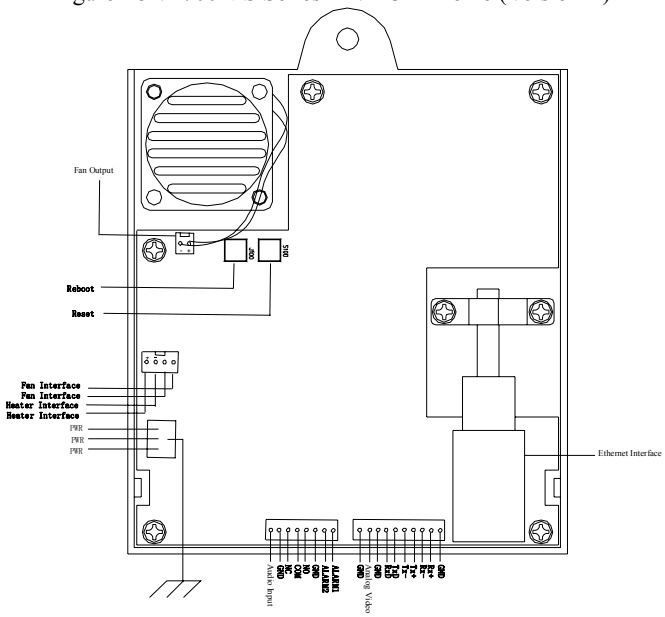

Figure2-9 V1700N-L Series 12VDC/24VAC IP Dome (Version H)
1. The button marked as S100 in Fig 2-9 can restore the factory default. Hold it for 10 seconds. Then you can press the reboot button to reboot the dome.